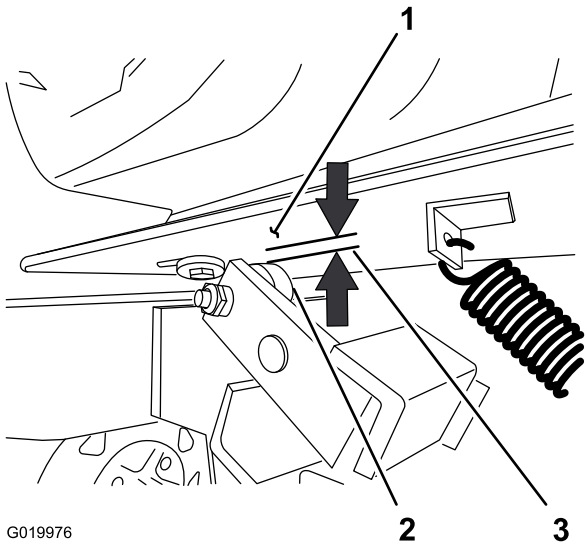

Figura 68
2. Mida la holgura entre la chapa del motor y el rodillo del embrague (Figura 68).